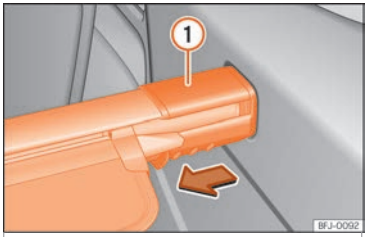

Fig. 119 Dans le coffre à bagages : déposer la plage arrière du coffre à bagages.
- Appuyez sur le support du cache ››› fig. 119 ① dans le sens de la flèche et maintenez-le dans cette position.
- Relâchez le support du cache ››› fig. 119 ①.